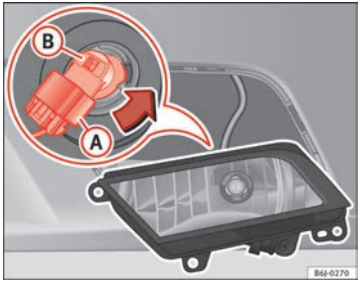

Fig. 161 Front fog light
– Remove connector ⇒ Fig. 161 (A) from the bulb.
– Turn bulb holder ⇒ Fig. 161 (B) to the left and pull.